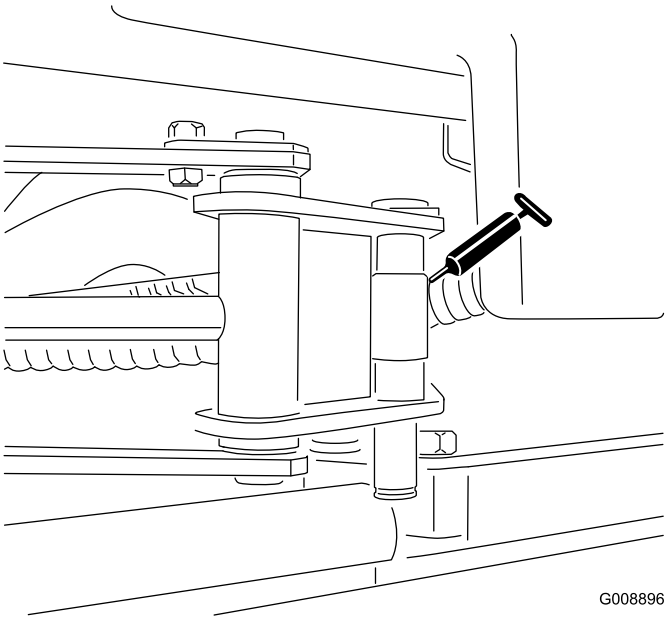

Figuur 52
- Uiteinden van cilinder van Sidewinder (2; uitsluitend model 03170) (Figuur 52)